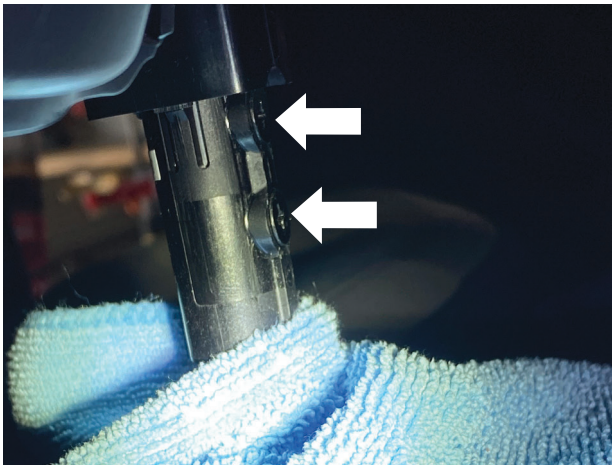

Fig. 13: Remove the two screws on the lever.
15. Place a rag over the gear selector area, then remove the two screws at bottom of the lever (Fig. 13).